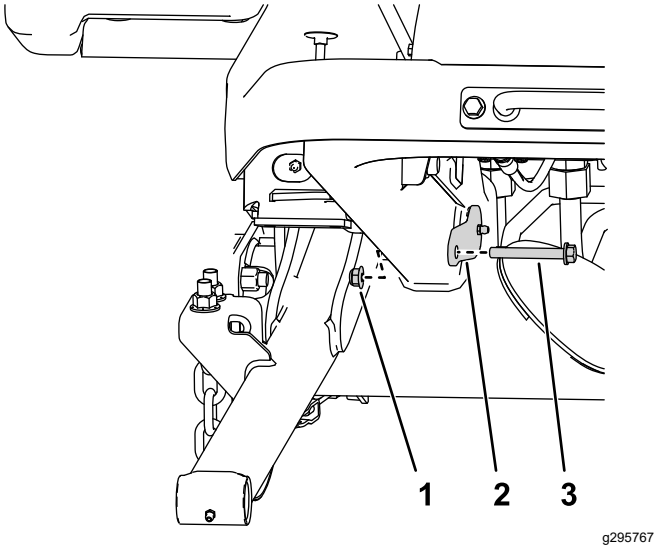

Bild 7
4. Verwenden Sie zwei Muttern (⅜") und zwei Schrauben (⅜" x 2¾"), um die großen Stifte am Rahmen zu befestigen (Bild 7).